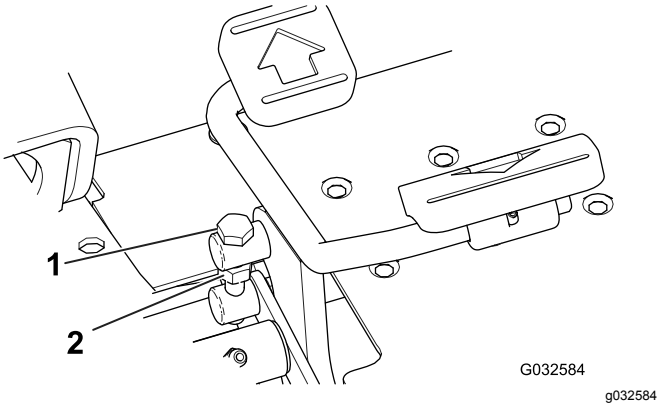

**Figur 48**
1. Lossa kontramuttern på justeringsbulten som sitter på sidan av gaspedalen (Figur 48).